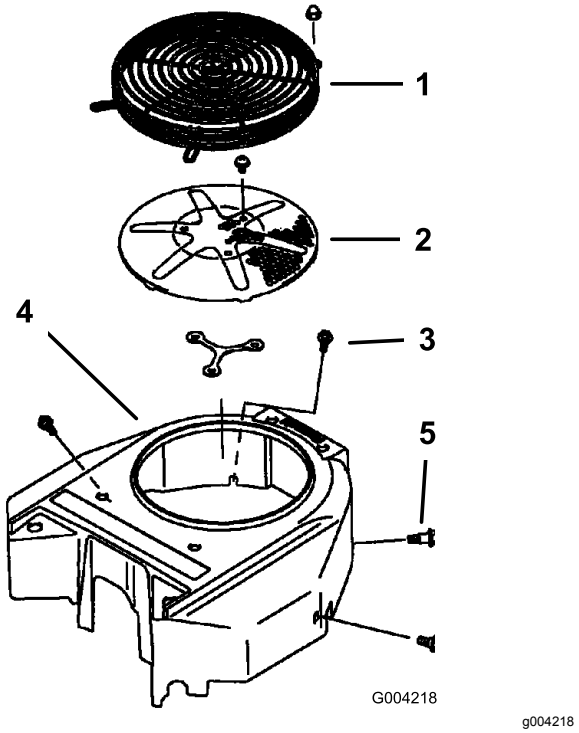

Figur 77
3. Ta bort luftintagsgallret, startsnöret och fläkthuset (Figur 77).
5. Montera luftintagsgallret, startsnöret och fläkthuset (Figur 77).